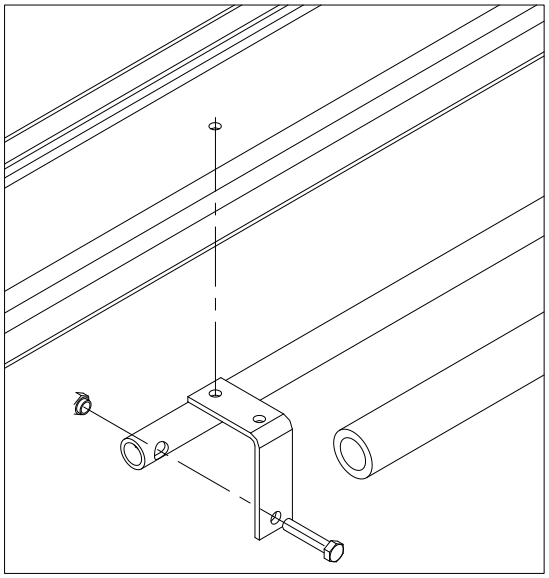
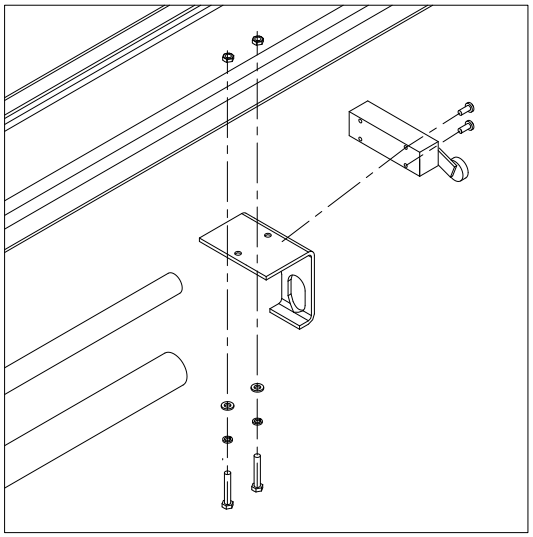

Fig. 35
Fig. 36
• Install the safety bar according to fig.35 and fig.36.